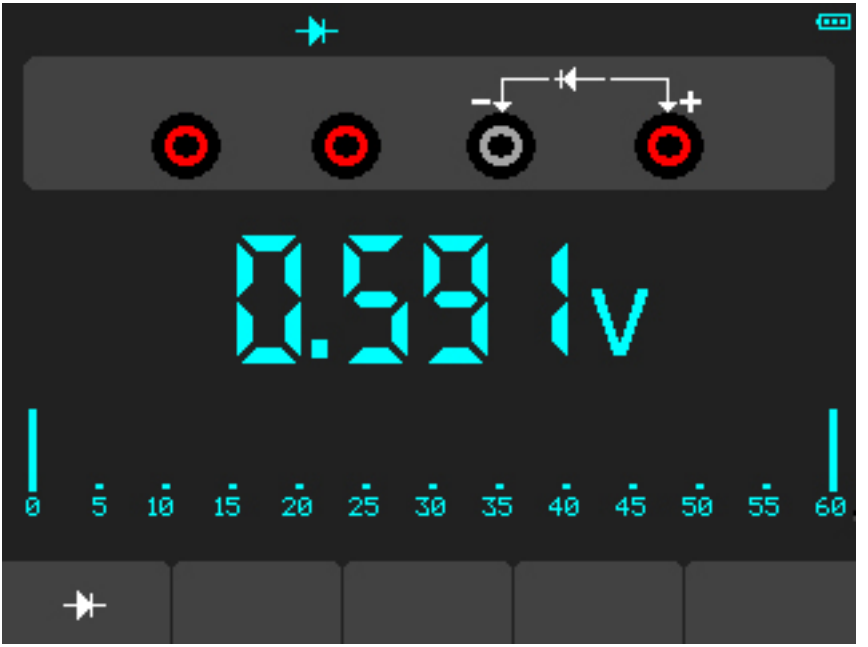

图 4-3 二极管测量界面
c)将红色和黑色表笔连接到被测二极管，屏幕将显示二极管的正向导通电压值读数。二极管测量显示的单位是V（如图4-3）。